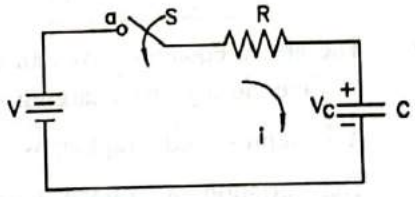

**FIG. 1.179 : R-C CIRCUIT**
- Figure 1.179 shows a capacitor of capacitance $C$ connected in series with a resistor $R$ and the combination is connected to a d.c. supply of V volts through a switch S.